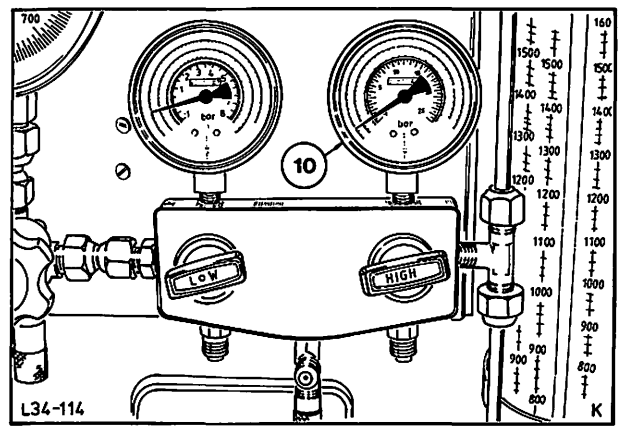

Abb. 33 Druckmanometer (10)
20. Ventil High bzw. HD (6) unter Druckmanometer (10), Abb. 33, schließen, damit der Rest des Kältemittels durch den Kompressor über die Niederdruckseite eingesaugt werden kann. Dazu Fahrzeugmotor starten und mit ca. 1200–1500 1/Min. laufen lassen.